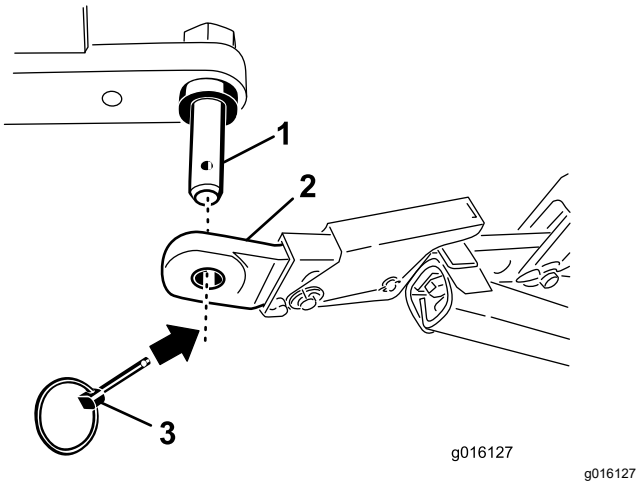

Bild 3
4. Befestigen Sie die Unterlenkerarme mit Klappsteckern an den Befestigungsstiften des Aerifizierers (Bild 3).